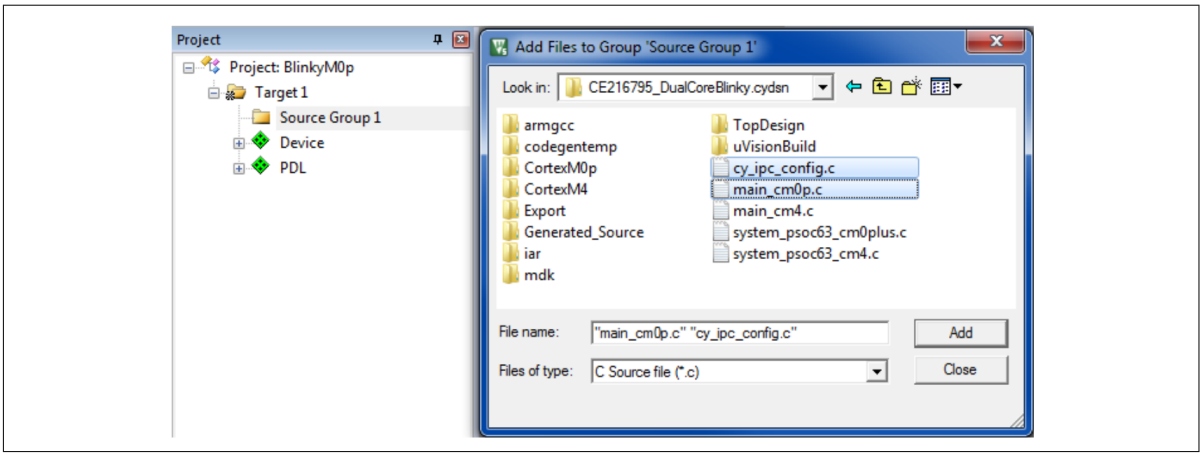

**図 19　　PSOC™ Creator プロジェクト C ソースファイルのソースグループへの追加**
**Source Group 1** を右クリックし、**Add Existing Files to Group 'Source Group 1'...**を選択してください。自身の PSOC™ Creator プロジェクトフォルダに移動し、図 19 に示すように `main_cm0p.c`, `cy_ipc_config.c`, および他のシステム以外のすべての `.c` とプロジェクトに必要なアセンブラファイルを選択してください。`..h` ファイル, スタートアップファイル, または system `.c` ファイル, またはアセンブラファイルを追加する必要はありません。**Add** をクリックしてください。ファイルは µVision プロジェクトのソースグループに追加されます。**Close** をクリックしてください。
- 自身の PSOC™ Creator プロジェクトフォルダに移動し、図 19 に示すように `main_cm4.c`, `cy_ipc_config.c`, および他のシステム以外のすべての `.c` とプロジェクトに必要なアセンブラファイルを選択してください。`..h` ファイル, スタートアップファイル, system `.c` ファイル, またはアセンブラファイルを追加する必要はありません。